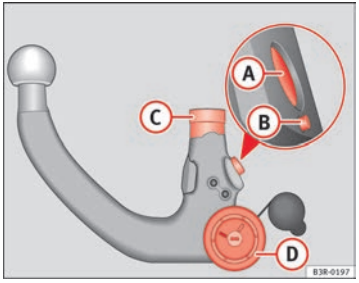

Fig. 153 Removable towing bracket: Ball joint
– Check the locking pin (A), release pin (B), shaft section (C) and knob (D) ⇒ page 202, fig. 153 on the ball joint to make sure they are clean and undamaged.